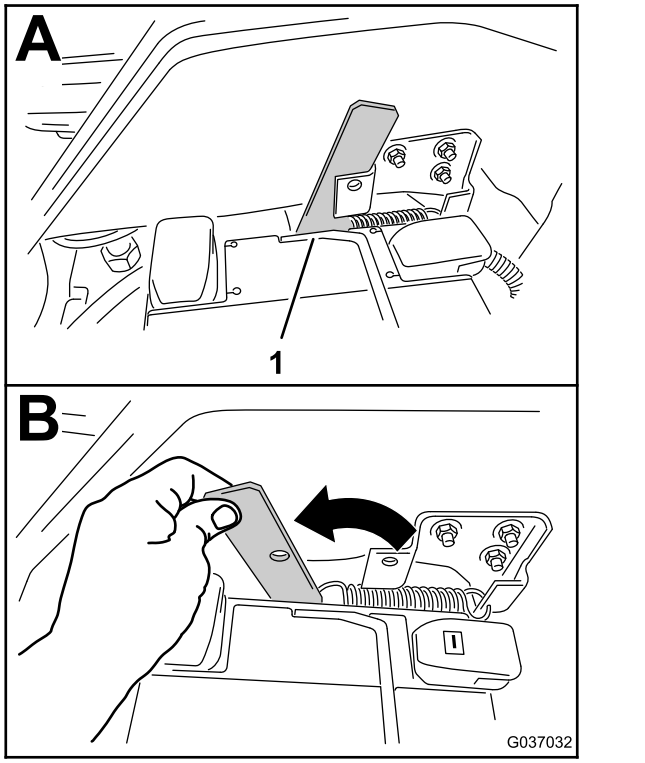

Figure 3
3. Move the handle forward to unlatch the platform from the chassis of the machine (Figure 3).